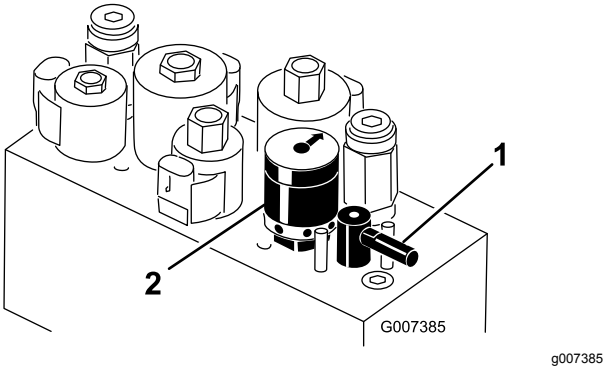

Figuur 58
5. Zet de wethendel in de stand "R" (Figuur 58).
6. Draai de toerentalregeling van de messenkooien op instelling 1 (Figuur 58).